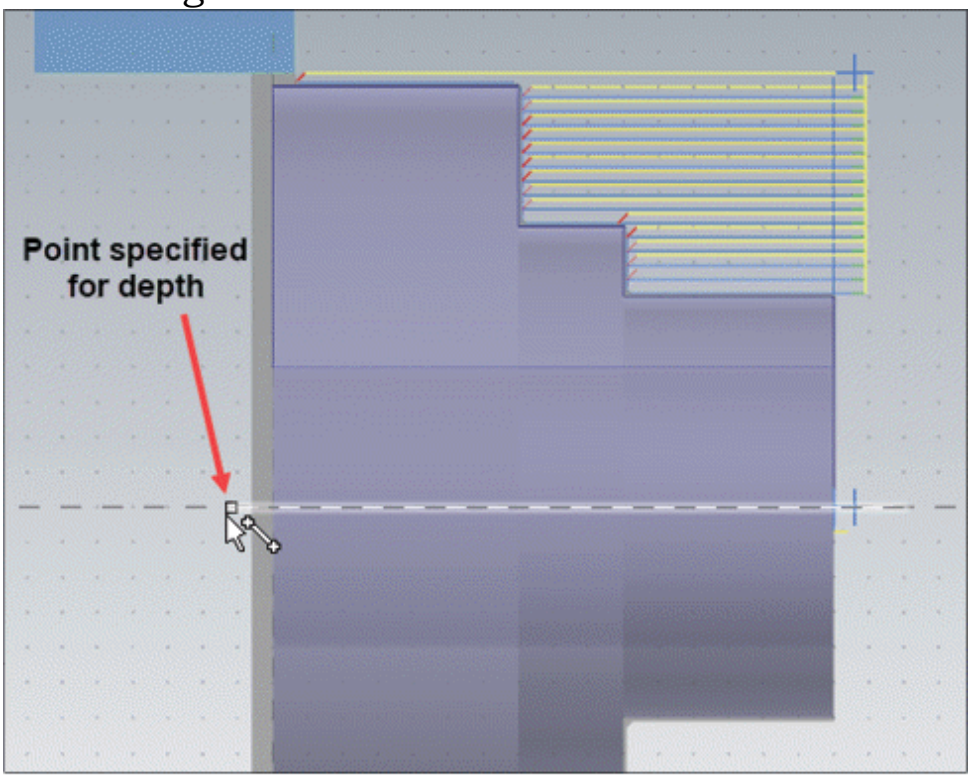

Figure-123. Drill depth point selected
- Click on the **Depth** button and select the end point of centerline we created earlier in sketch; refer to Figure-123. The **Lathe Drill** dialog box will be displayed again with depth value reflected in **Depth** edit box. Click on the **Depth Calculator** button next to the edit box and click on the **OK** button from the **Depth Calculator** dialog box displayed. This will add the drill tool tip length in the depth if you want to create a through all hole.